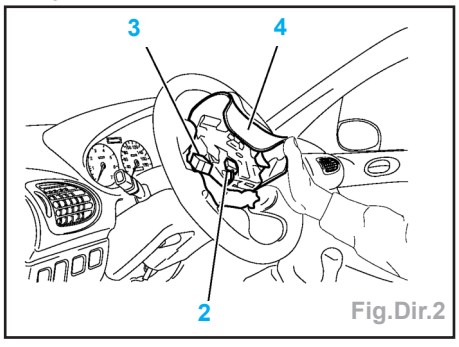

Fig.Dir.2
- Débrancher le connecteur (2) (Orange) (Fig.Dir.2).